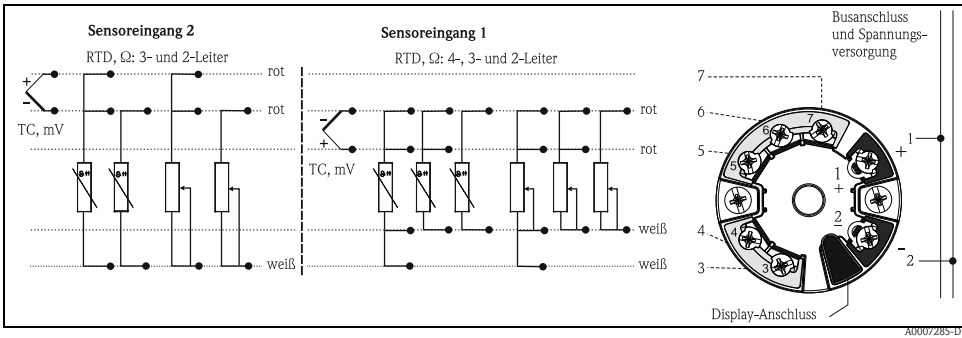

Abb. 5: Verdrahtung des Kopftransmitters
3. Schließen Sie die Leitungen gemäß → Abb. 5 an. Ist der Kopftransmitter mit Federklemmen ausgestattet, beachten Sie besonders → Seite 12.